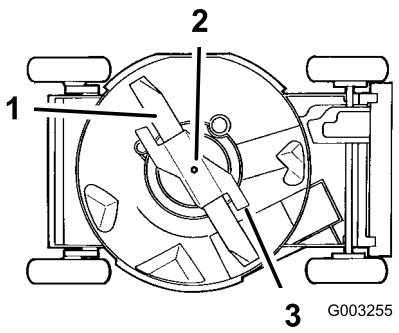

Bild 31
4. Kippen Sie den Rasenmäher auf die **rechte** Seite (Bild 31).
Fassen Sie das Ende des Messers mit einem dicken Handschuh an oder wickeln Sie einen Lappen um das Messer. Nehmen Sie die Messerschraube, Sicherungsscheibe, den Beschleuniger und das Messer ab (Bild 31).